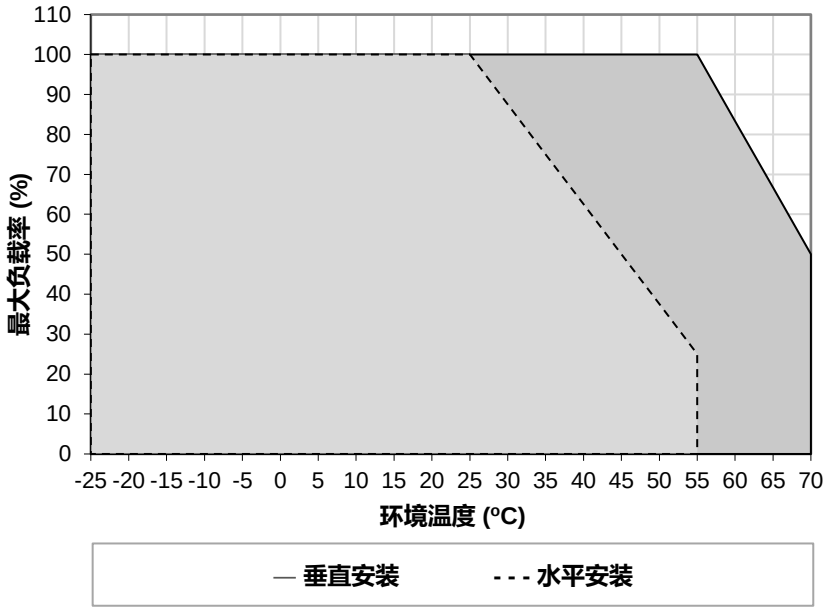

图. 1 **垂直安装功率降额**
1. 电源如持续在降额曲线以外区间使用，可能导致零部件降级或损坏，具体参照图 1 所示图表。